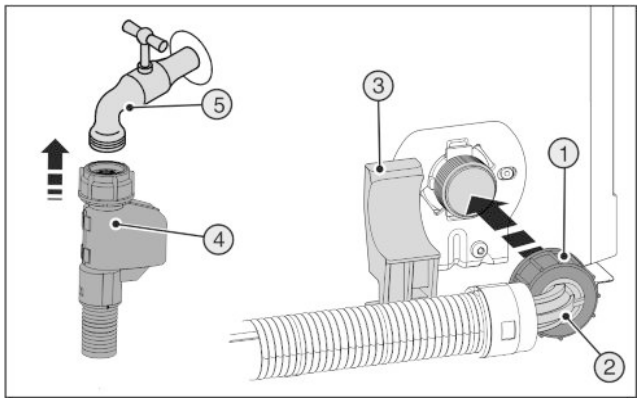

Fig. 21
▶ Connect the straight end of the hose *Fig. 21 (4)* to the stopcock *Fig. 21 (5)*.